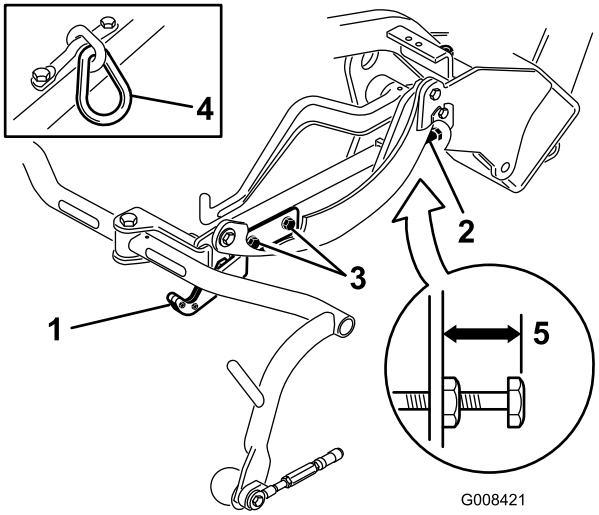
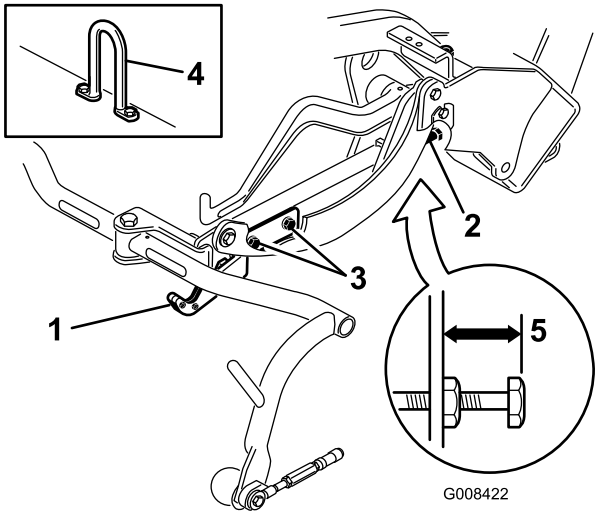
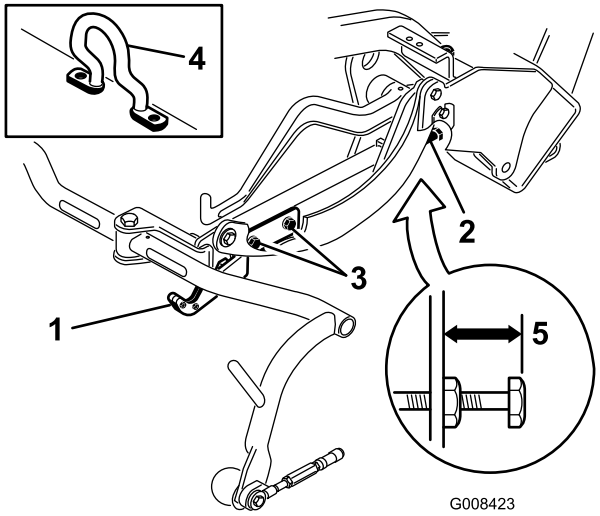

**Figur 13**
**Figur 14**
**Figur 15**
Sjekk transporthøyden (Figur 13 og Figur 14), og juster om nødvendig.
2. På klippeenheter utstyrt med en kjedekobling eller en rett løftekrok (Figur 13 og Figur 14, innfelt) kontroller at avstanden fra toppen av justeringsskruen på bærerammen til baksiden av bærerammen er 22 mm. Hvis avstanden ikke er 22 mm, fortsett til trinn 4. Hvis klippeenheten er utstyrt med en forskjøvet løftekobling (Figur 15), fortsett til neste trinn.
3. På klippeenheter utstyrt med en forskjøvet løftekobling (Figur 15, innfelt), kontroller at avstanden fra toppen av justeringsskruen på bærerammen til baksiden av bærerammen er 25 mm. Hvis avstanden ikke er 25 mm, fortsett til trinn 4.
4. Løsne festeskruene for transportplaten (Figur 13, Figur 14 og Figur 15).
7. Hvis bærerammene ikke har samme avstand til bakken, løsne låsemutteren på bærerammens justeringsskrue (Figur 13, Figur 14 og Figur 15). Drei skruen utover for å heve, og innover for å senke. Stram sikringsmutteren når høyden er korrekt.